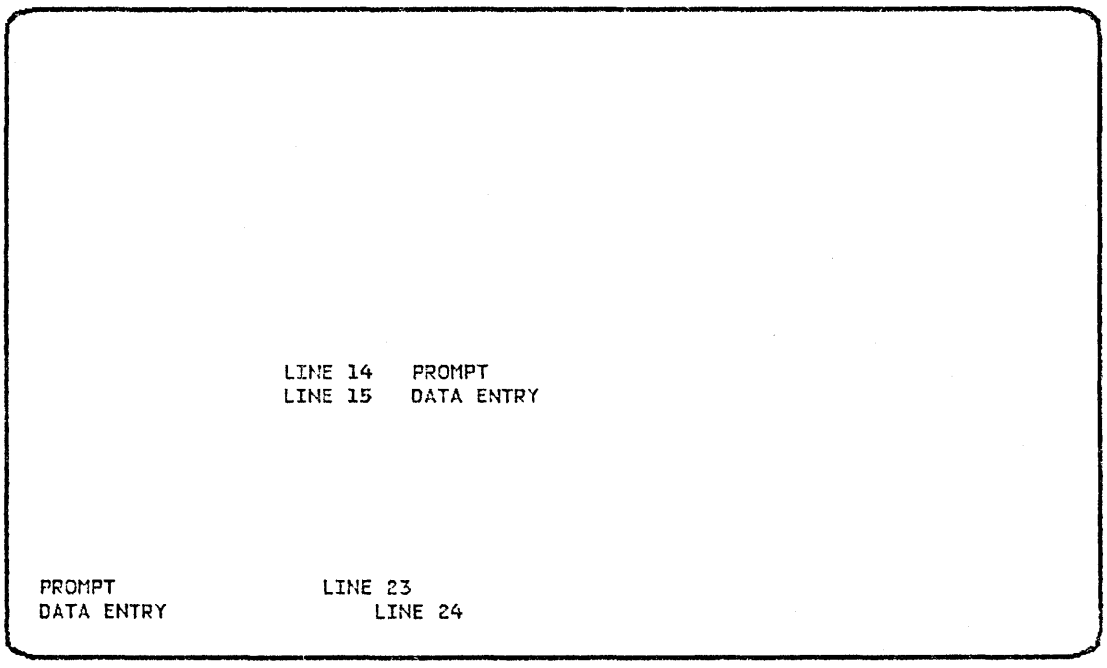

Figure 10-7. Displays Generated for a KEY Operation
- The display can consist of six lines, with 40 characters per line, centered both vertically and horizontally on the screen (see Figure 10-7). The prompt appears on line 14 for a 1920-character display screen or line 8 for a 960-character display screen and you enter data on the next line (see Figure 10-7).
- The display can consist of 24 lines for a 1920-character display screen or 12 lines for a 960-character display screen with 79 characters per line. The prompt appears on line 23 for a 1920-character display screen or line 11 for a 960-character display screen and you enter data on the next line (see Figure 10-7).